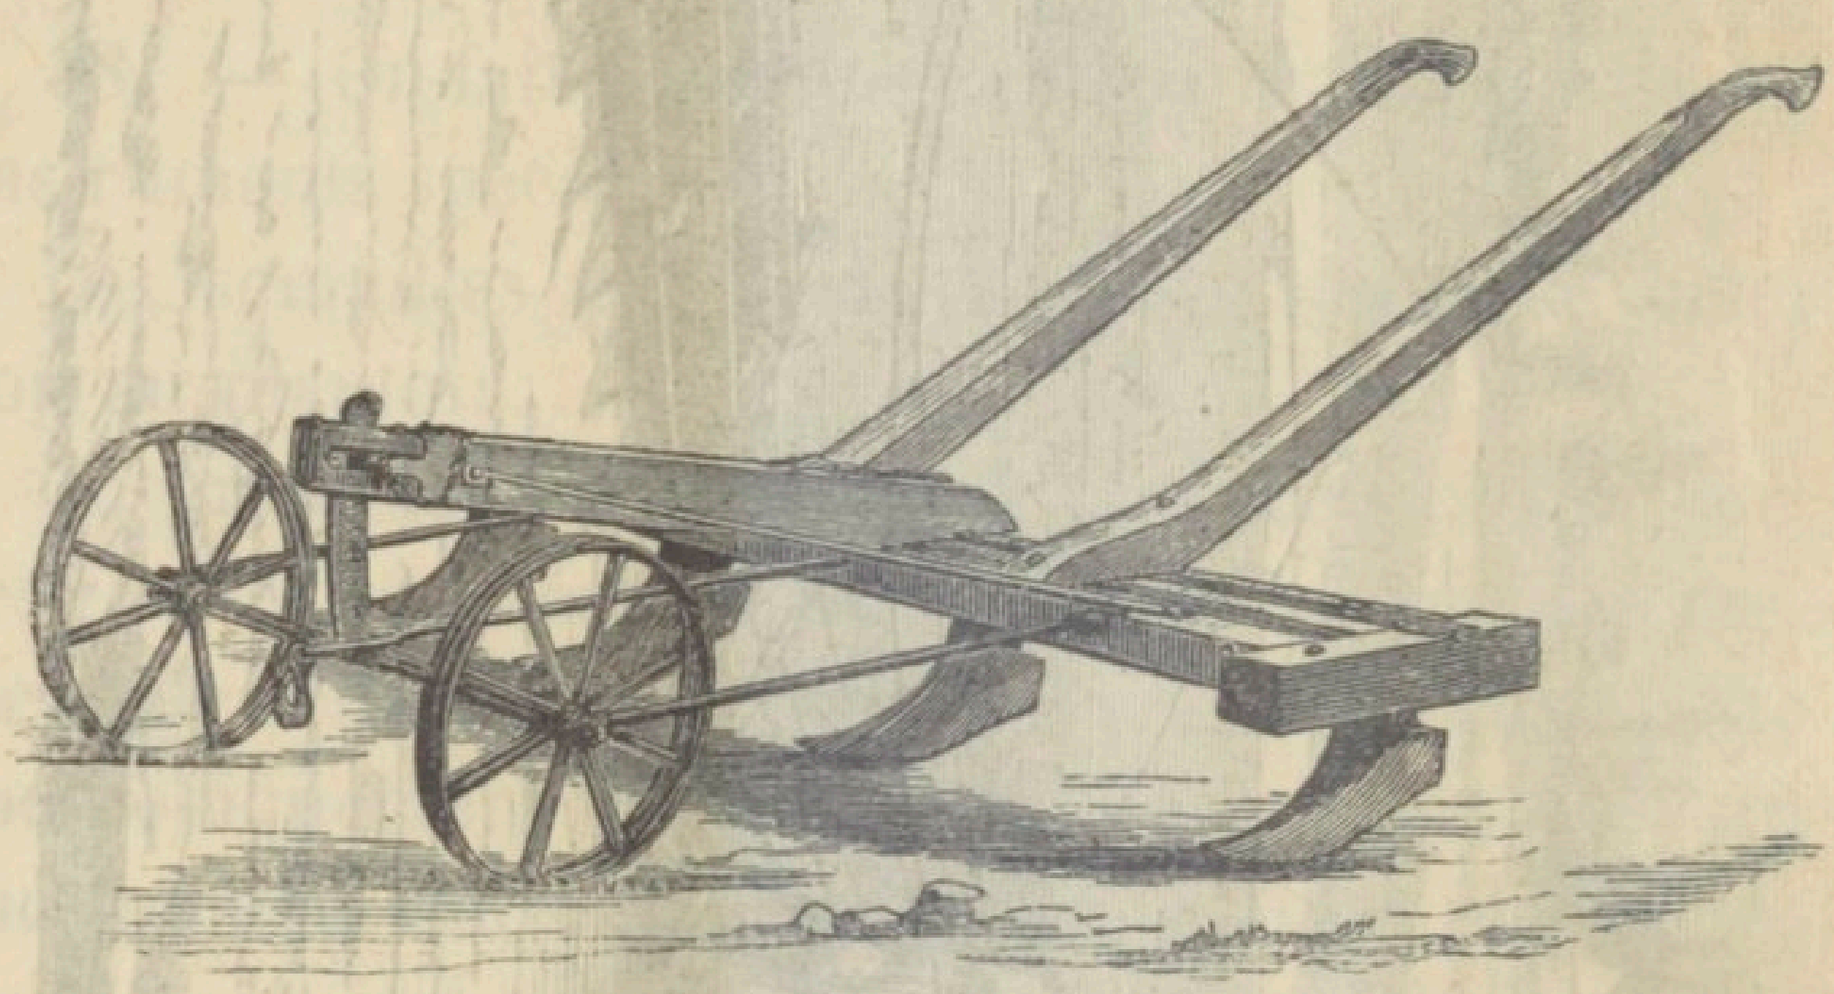

Fig. 25. — Rayonneur pour tracer les lignes des semis.
39. — Pour semer au *plantoir*, on fait, en suivant des lignes tracées d'avance sur le champ, des trous appelés *poquets*, où l'on dépose la graine que l'on recouvre ensuite de terre. On peut se servir du rayonneur (fig. 25) pour tracer ces lignes. C'est la méthode usitée pour les haricots, les fèves, etc.